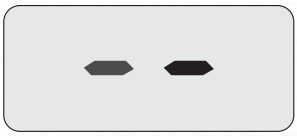
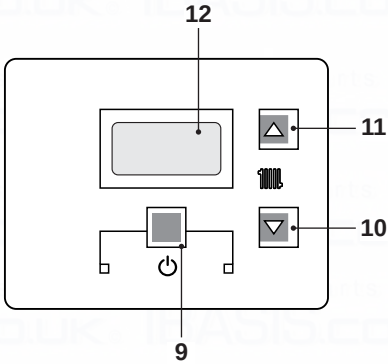

Fig. 7.7
Fig. 7.8
- Electrically power the boiler by switching on the double pole isolation switch. The LCD will display, the symbol (Fig. 7.7).
- Press the 9key for 2 seconds until symbol appears on the display Fig. 7.8.
- Switch off the boiler by pressing the 9(Fig. 7.8)key for 2 seconds until the symbol appears on the LCD display (Fig. 7.7).
Press the reset key on the boiler control panel 9(Fig. 7.8) to reset its functioning.